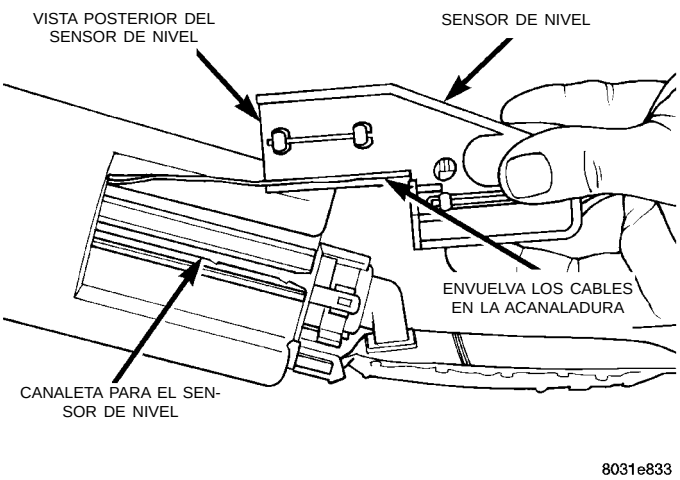

Fig. 27 Desmontaje/instalación del sensor de nivel
(6) Deslice los cables del sensor de nivel a través de la abertura que presenta el módulo de la bomba de combustible (Fig. 27).
(7) Deslice el sensor de nivel hacia afuera por la canaleta de instalación en el módulo.
(3) Mientras coloca los cables en las acanaladuras de guía, deslice el sensor por la canaleta hacia arriba hasta que quede emplazado a presión en su sitio (Fig. 27). Asegúrese de que la lengüeta situada en la parte inferior del sensor quede también emplazada en su sitio.
(4) Instale los cables del sensor de nivel en el conector. Empuje los cables hacia arriba a través del conector y tire de ellos hacia abajo hasta que queden fijos en su sitio. Cerciórese de que los cables de señal y de conexión de masa estén instalados en la posición correcta.
(5) Instale la cuña de traba en el conector.
(6) Empuje el conector hacia la parte inferior del conector eléctrico del módulo de la bomba de combustible.
(7) Instale el módulo de la bomba de combustible. Para informarse, consulte Módulo de la bomba de combustible en esta sección.